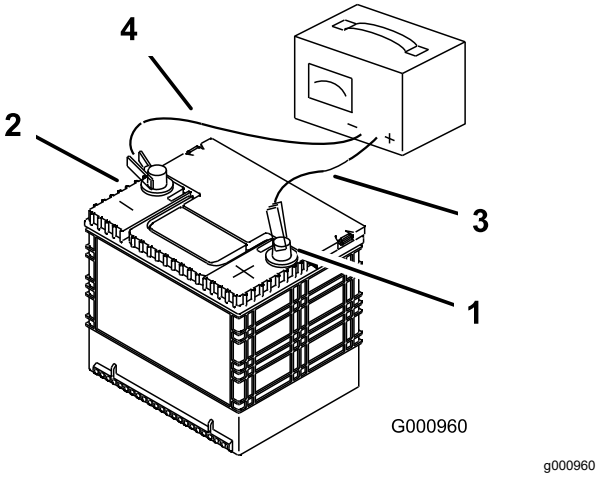

Figur 67
3. Når batteriet er fuldt opladet, skal du tage opladeren ud af stikkontakten og dernæst koble opladningskablerne fra batteriets poler (Figur 67).